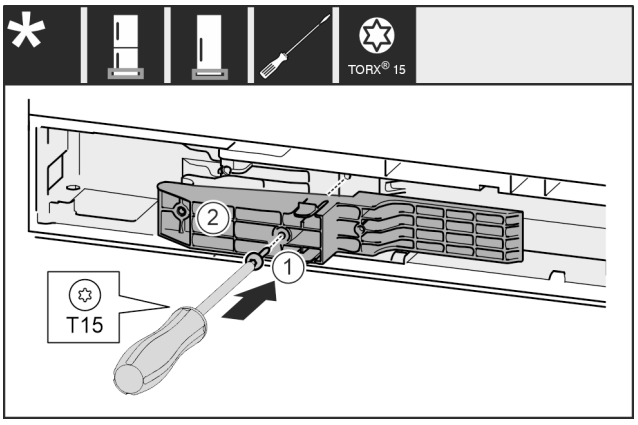

*Fig. 67 **
▶ Adaptér *Fig. 67 (1)* na straně rukojeti vložte do výklenku.*
▶ Šroubovákem šroub *Fig. 67 (2)* pevně utáhněte.*